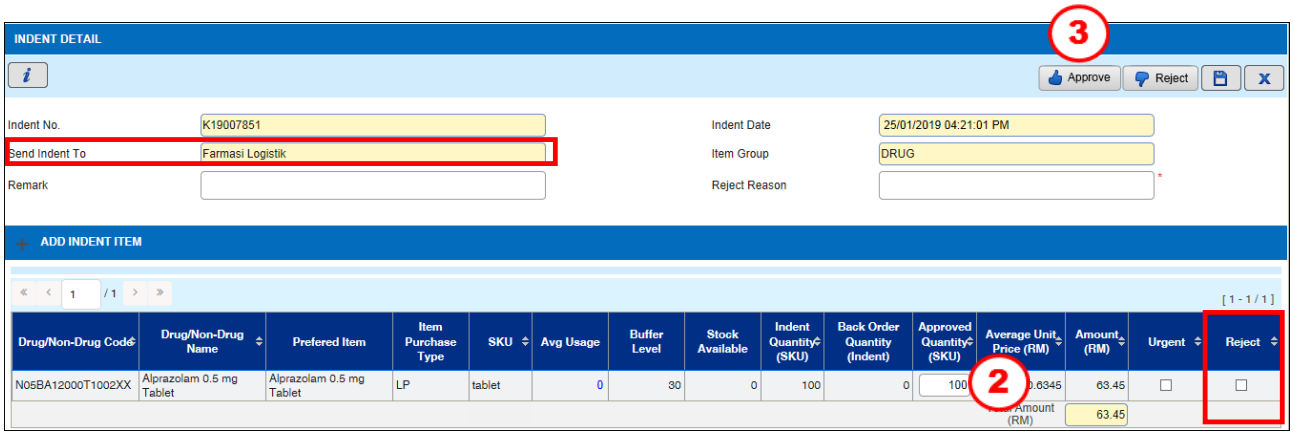

Figure 3.3-2 Indent Approval
- *Click on the* Reject *button to reject the Indent record and the status will be 'Rejected'. If approver want to reject the selected item that added by indenter, approver can just tick on 'Reject' checkbox as Figure 3.3-2*